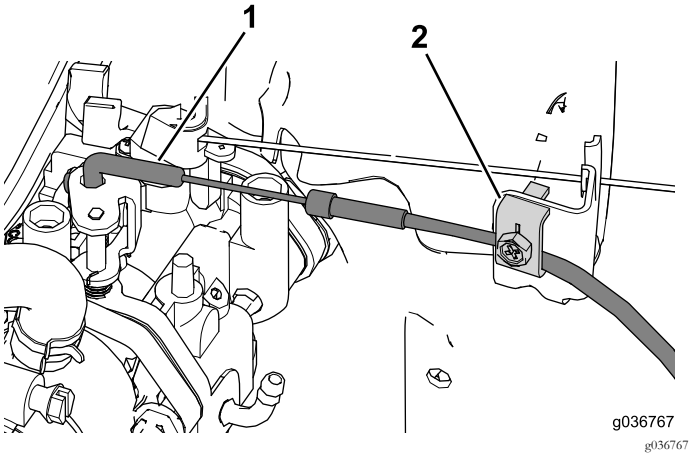

Figur 34
2. Placera den böjda delen på gasvajerns ände i chokeenheten (Figur 34).
3. Använd kabelklämman för att fästa chokevajern på plats (Figur 34).